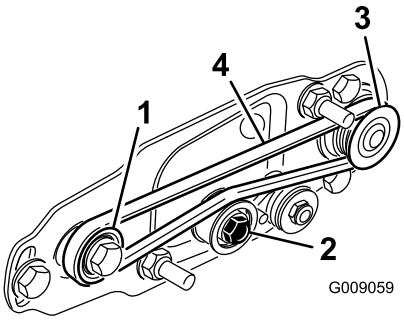

**Figura 16**
- Avvolgete la cinghia intorno alla puleggia **condotta** e successivamente intorno alla parte superiore della puleggia tendicinghia (Figura 16).
- Avviate la cinghia sulla **puleggia** motrice (Figura 16).